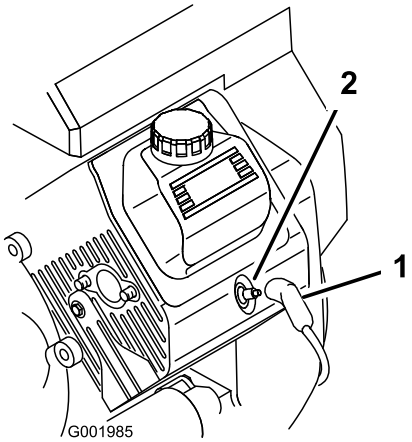

**Figur 29**
3. Træk ledningerne af tændrørene (Figur 29).
3. Sæt ledningerne på tændrørene (Figur 29).